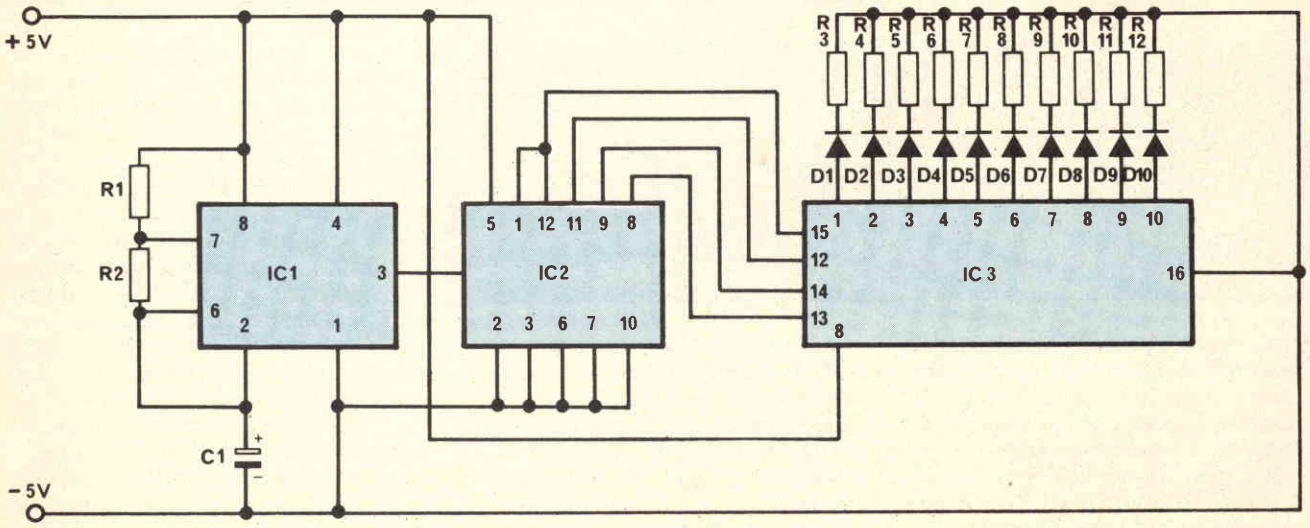

Fig. 1 - Schema elettrico del lampeggiatore sequenziale a dieci Led.
d) Marcatempi; aumentando C1 o R2 (Fig. 1) si può avere la commutazione del lampeggio ogni secondo, quindi per un totale di dieci secondi per ciascuna intera sequenza.